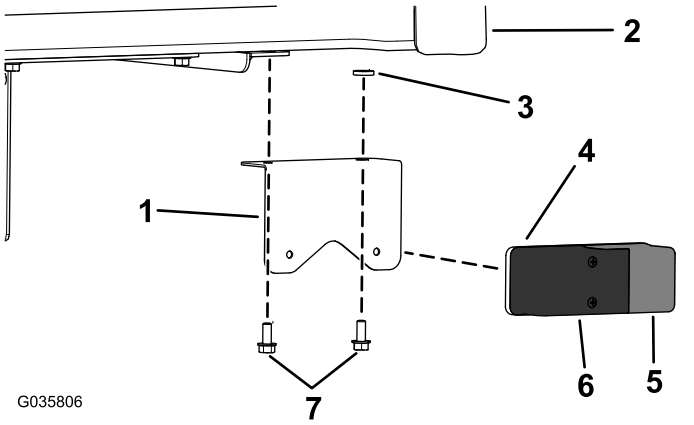

Figura 1
2. Instale la luz trasera de freno/de intermitente en la parte inferior de la plataforma de carga y el apoyo de la plataforma de carga con el soporte, 2 tornillos de cabeza hexagonal (5/16" x 3/4") y 2 espaciadores (5/16"), tal y como se muestra en la Figura 1.
Nota: Asegúrese de que la lente roja (luz de freno) se coloca en el interior y la lente ámbar (luz de intermitente) se coloca en el exterior (Figura 1).